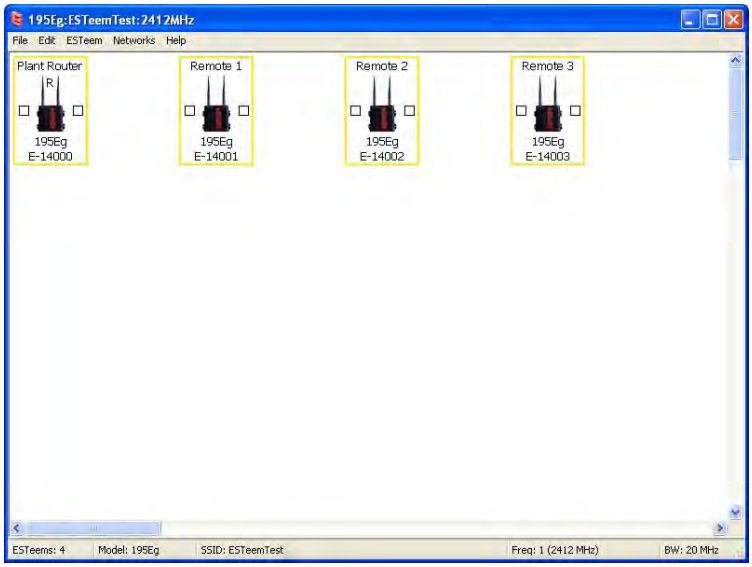

Figure 18: Router Mode Example Modems
1. Using the above procedure for adding ESTeem Horizons, add the four ESTeem Horizons for this example and rename by location. Your layout should appear like Figure 18.